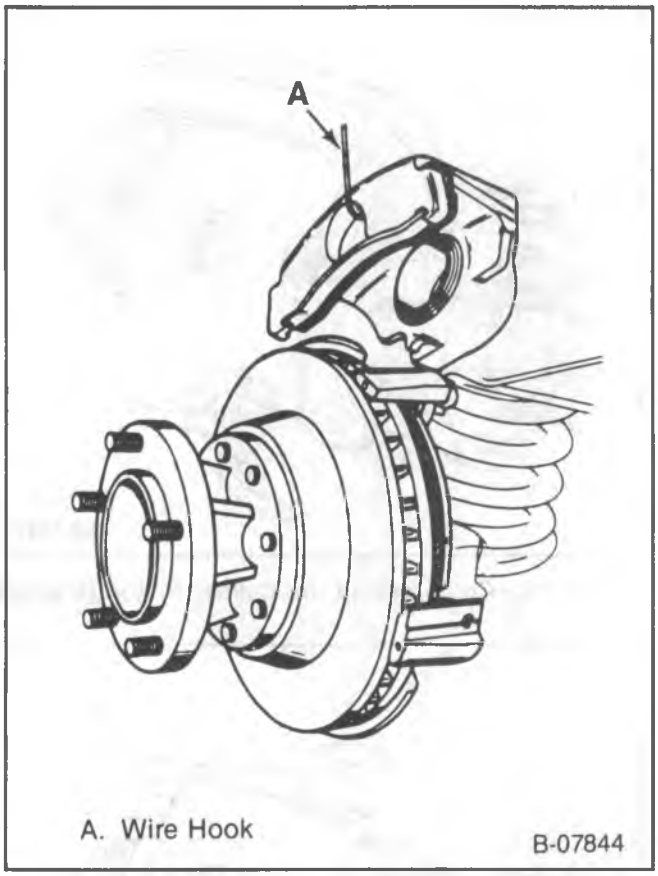

Figure 13—Suspending the Caliper During Service
- Suspend the caliper from the suspension (figure 13).